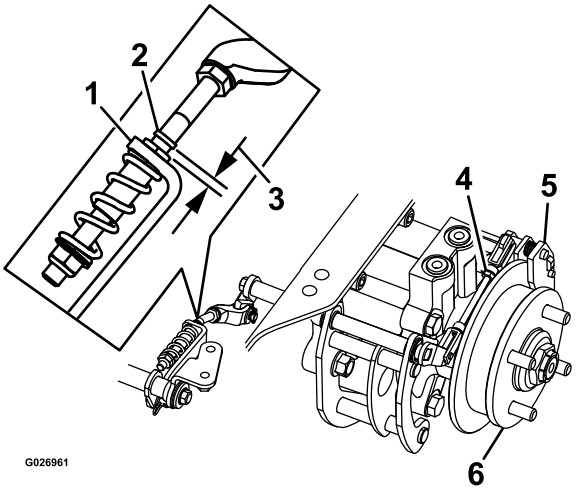

Figuur 74
8. Controleer of er ruimte zichtbaar is tussen de L-beugel en de aanslag van de koppeling (Figuur 74).